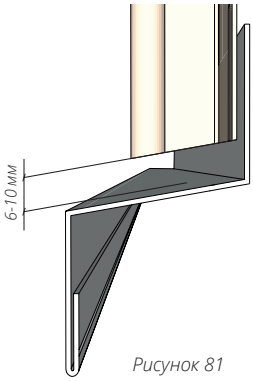

Рисунок 81
18.1 Для красивого и эстетичного соединения панелей сайдинга между собой используйте Н-профиль, который монтируется вертикально, согласно общим правилам монтажа. В нижней части Н-профиль подрезается параллельно отливу с зазором 6-10 мм (рис. 81).